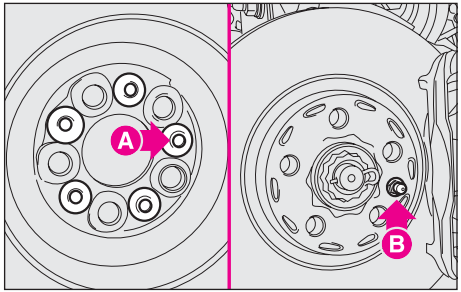

fig. 9
20) Fit the spare wheel making one of the holes **A-fig. 9** coincide with pin **B**. Now tighten the five wheel bolts with the handle .